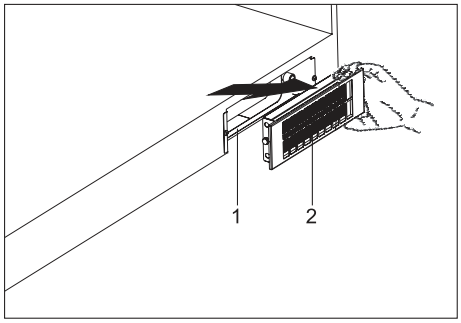

Abb. 26
1. Entfernen Sie den Aktivkohlefilter, (Abb. 26/2) in dem Sie ihn in Pfeilrichtung zu sich ziehen (Abb. 26).